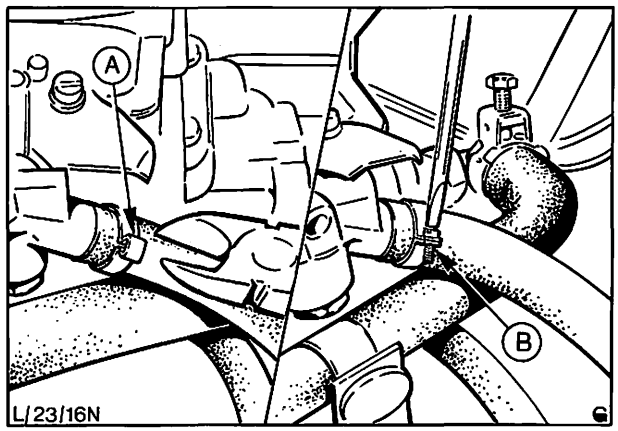

Abb. 38 Kraftstoff-Zufuhrleitung am Vergaser ab- und anschließen
Ist eine Klemmschelle montiert, muß diese durch eine Schraubschelle ersetzt werden. Dabei darauf achten, daß der Schraubenkopf weder über den Schlauch hervorsteht, noch andere Teile berührt, Abb. 38.
14. Saugleitung der Kraftstoffpumpe anschließen, Abb. 38.
15. Druckleitung der Kraftstoffpumpe anschließen, Abb. 38.